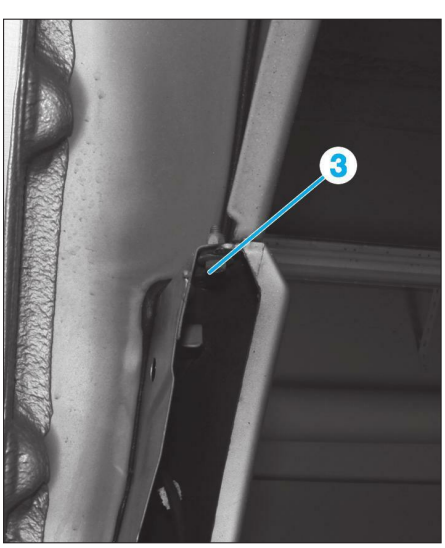

**Fig. 109**
• Déposer les vis (3) situées à chaque extrémités **(Fig.109)**.